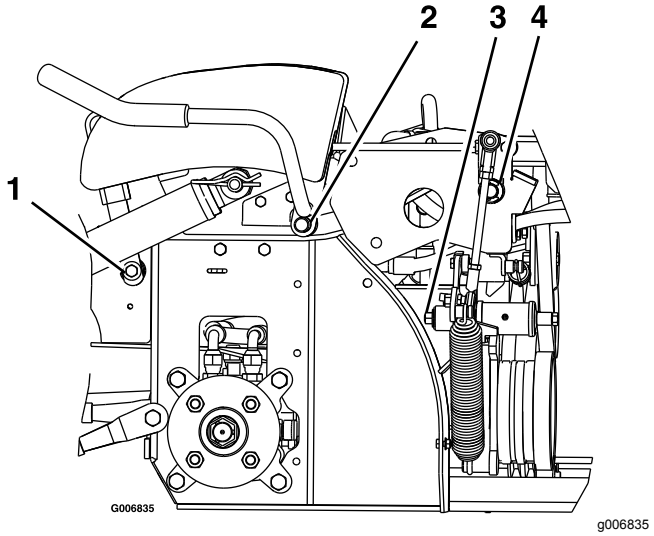

Figur 35
3. Smörj bronsbussningarna på bromshandtagets vridpunkt med ett spraysmörjmedel eller en lätt olja (Figur 35).